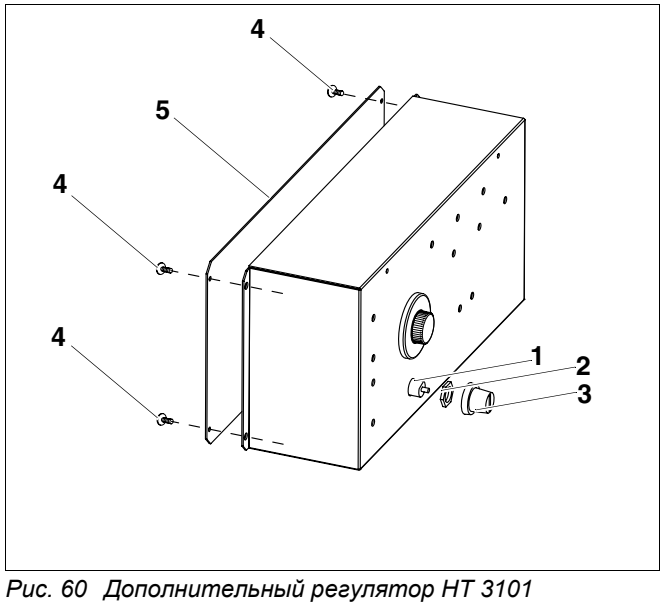

Рис. 60 Дополнительный регулятор HT 3101
- Выкрутить винты (рис. 60, **поз. 4**) крышки корпуса (рис. 60, **поз. 5**).
- Снять крышку корпуса (рис. 60, **поз. 5**).
- Открутить защитный колпачок (рис. 60, **поз. 3**).
- Открутить резьбовое крепление STB (рис. 60, **поз. 2**).